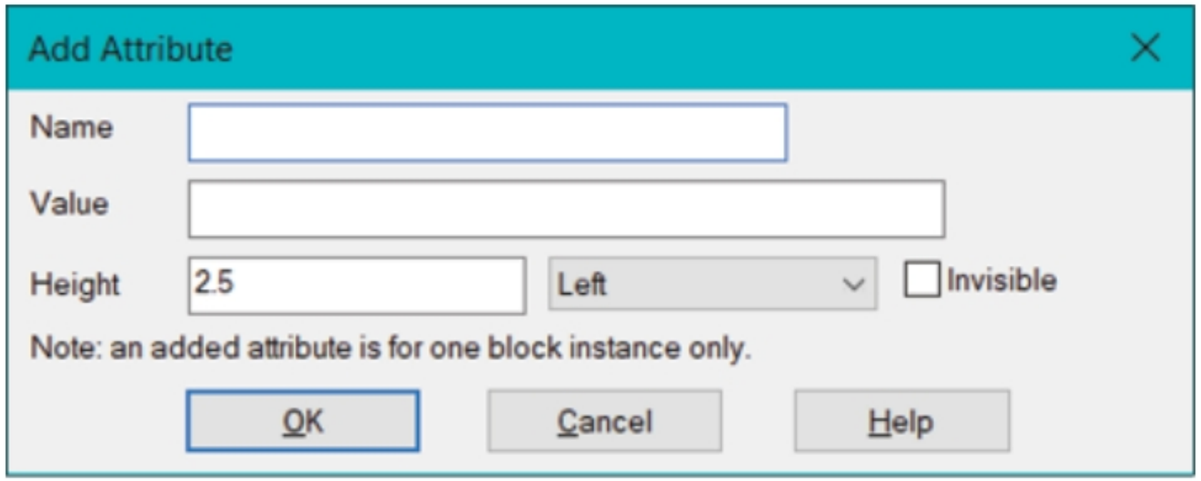

Figure-48. Add Attribute dialog box
- Click on the **Add Attribute** tool from the **Edit Attribute** drop-down in the **Edit Components** panel of **Schematic** tab in the **Ribbon**. You will be asked to select the component to which you want to add attribute. The **Add Attribute** dialog box will be displayed; refer to Figure-48.